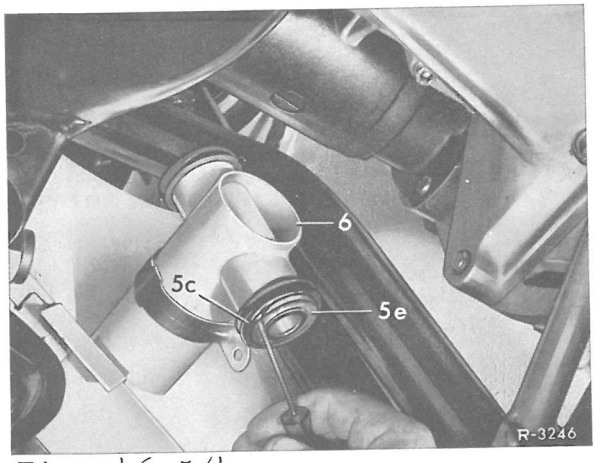

Fig. 46-5/4
7 Gummi-glideleje (5) og (7) i taplejet (6) kontrolleres for slid og udskiftes om nødvendigt (fig. 46-5/3). I dette øjemed løftes tætningskanten på gummibøsningen (5c) med en skrue-